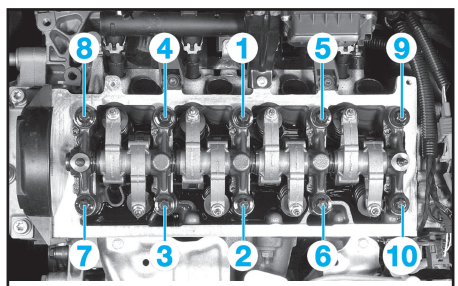

Fig.35
-les vis de culasse, en les desserrant progressivement par passes successives et dans l'ordre inverse du serrage prescrit (Fig.35), à l'aide d'une douille **Torx E14**.
Serrer les vis de culasse en respectant l'ordre et le couple de serrage prescrits (Fig.35).